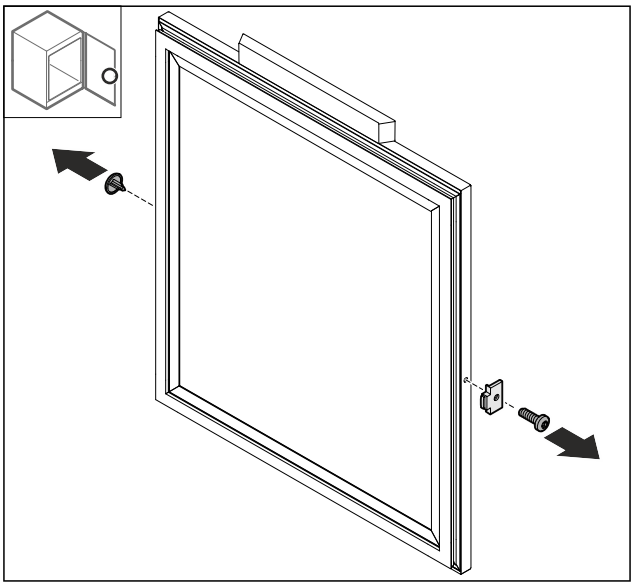

Fig. 47
▶ Îndepărtați capacul *Fig. 47 (1)*.
▶ Demontați opritorul ușii *Fig. 47 (2)*.